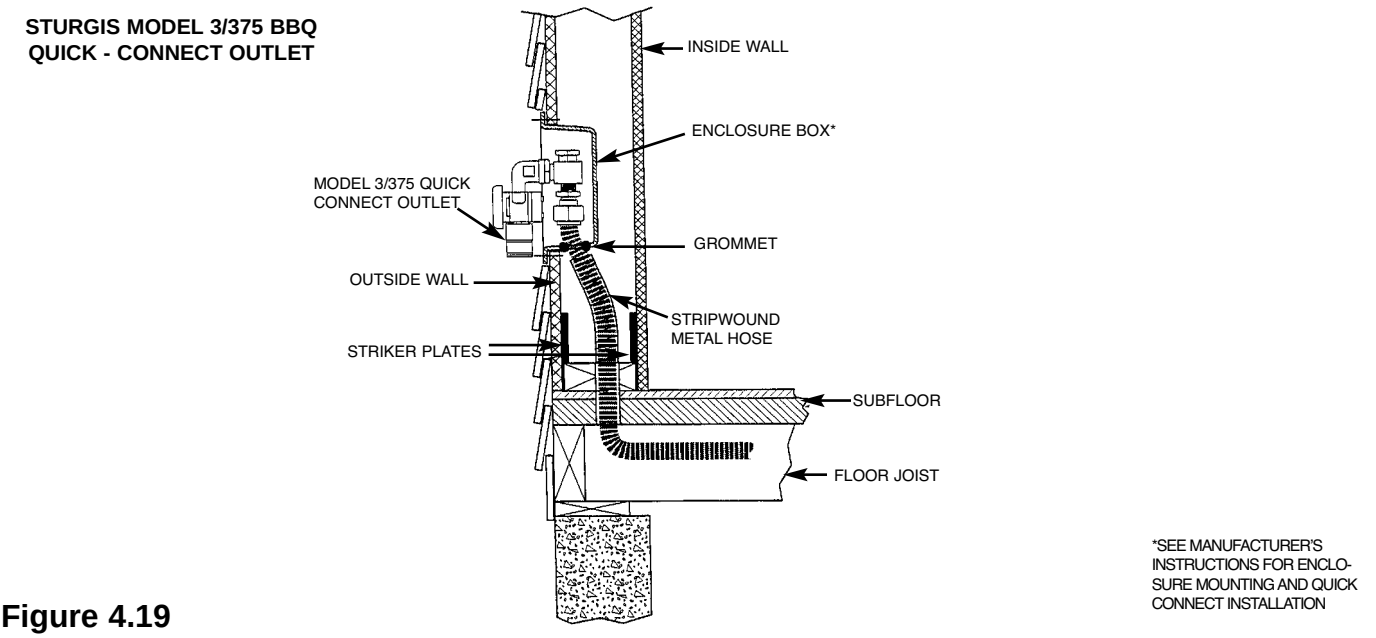

Figure 4.19
- Movable grills shall be connected using an approved out door appliance connector which shall be attached to the WARDFLEX® system at either a termination fitting as shown in Figure 4.23, or a quick-connect device, such as the M.B.Sturgis Model 3/375 shown in Figure 4.19. The M.B. Sturgis Model 3/375 outlet shall be installed in accordance with the manufacturer's instructions.